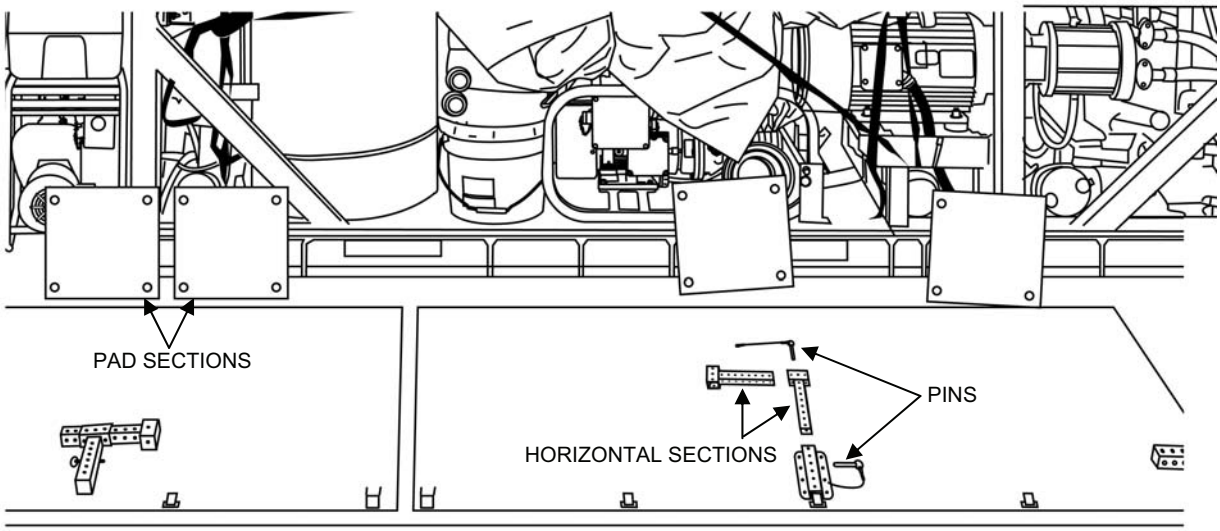

Figure 6. Deck Support Assembly Components.
4. Retrieve the four pad sections and four horizontal sections of the deck support assemblies from the storage locations in the equipment area (Figure 6).